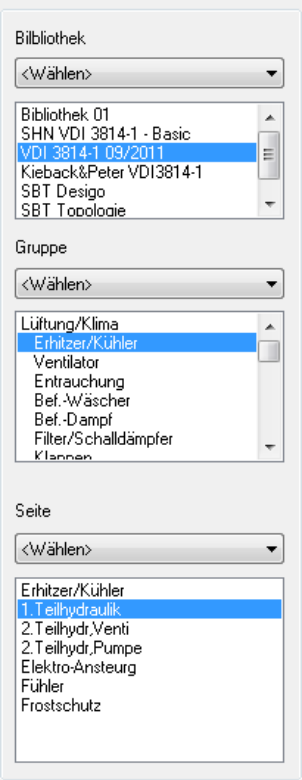

Bild 27.63 – Seite kopieren, Auswahl der Qell-Bibliothek
- Wählen Sie z. B. die TRIC-Bibliothek *VDI 3814-1*, dort die Gruppe *Erhitzer/Kühler* und die Seite *1. Teilhydraulik*, um sie in die eigene Bibliothek zu kopieren (Abb. 27.63).